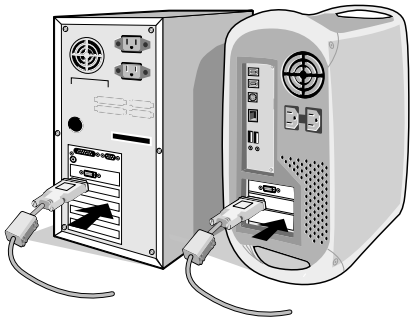

Figura A.1
2. **Para PC o MAC con salida digital DVI:** conecte el cable de señal DVI al conector de la tarjeta de visualización de su sistema (**figura A.1**). Apriete todos los tornillos.